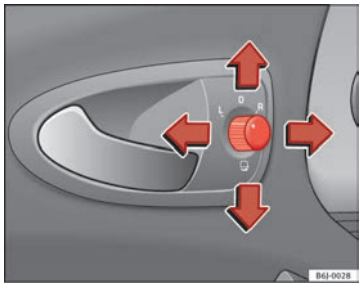

Fig. 68 Mando de los retrovisores exteriores
1. En primer lugar, gire el mando ⇒ fig. 68 hasta la posición **L** (**retrovisor izquierdo**).
– Gire el mando ⇒ fig. 68 hasta la posición para plegar los retrovisores exteriores. Para evitar daños en el vehículo, debería plegar los retrovisores exteriores siempre que utilice un túnel de lavado automático.